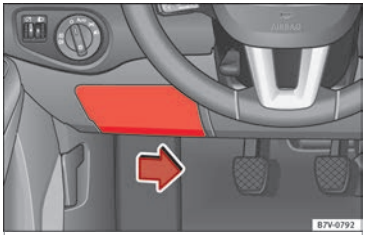

Fig. 207 On the driver-side dash panel: fuse box cover
- To remove the cover, move the activation lever in the lower part to the right ››› **Fig. 207**.